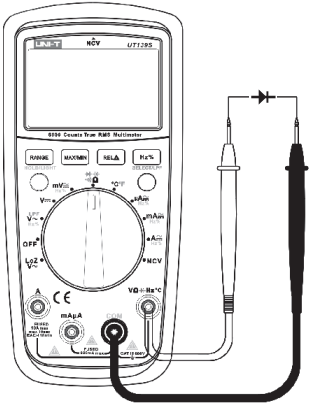

Рисунок 5
1) Установите поворотный переключатель в положение ⊣⊢ •)) Ω ⊣⊢ (Рисунок 5).
1) Установите поворотный переключатель в положение →|– ·)) Ω ⊣((Рисунок 5).